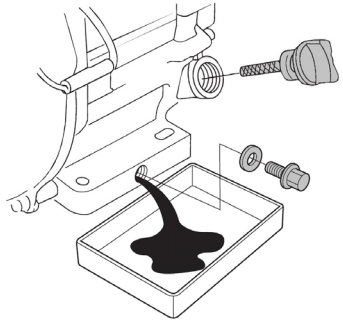

Рис. 16 Замена масла в двигателе
(1) Техническое обслуживание должно осуществляться более часто, при работе в пыльных условиях.
(2) Данный вид работ необходимо выполнять в авторизованном сервисном центре.
4. Очистите от загрязнений крышку-щуп и зону вокруг маслозаливной горловины. Извлеките крышку-щуп из маслозаливной горловины (Рис. 16) и протрите щуп чистой ветошью.
5. Открутите пробку для слива масла и слейте отработанное масло в подготовленную для этого емкость (Рис. 16).